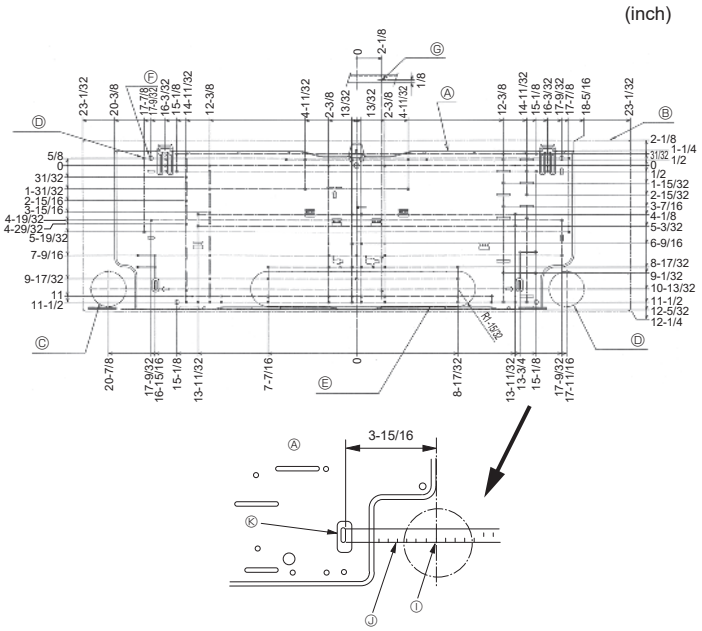

Fig. 3-2
3.2.1. Determine las posiciones del soporte de montaje y de las tuberías (Fig. 3-2)